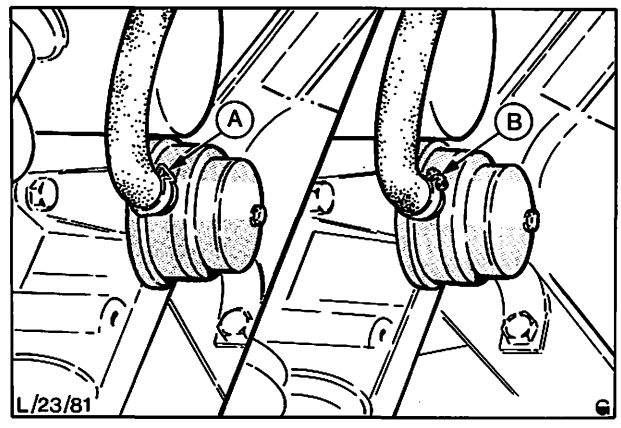

Abb. 187 Druckleitung – Kraftstoffpumpe ab- und anschließen
Ist eine Klemmschelle vorhanden, muß diese durch eine Schraubschelle ersetzt werden, Abb. 187.
7. Saug- und Druckleitungen an Kraftstoffpumpe anschließen (siehe Vorgang 3 und Abb. 187).